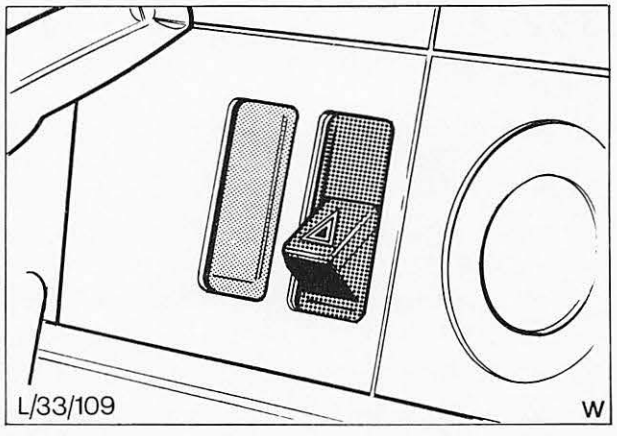

Abb. 10 Schalter – Warnblinkanlage
11. Schalter in die Aufnahme der Instrumententafel eindrücken, Abb. 10.